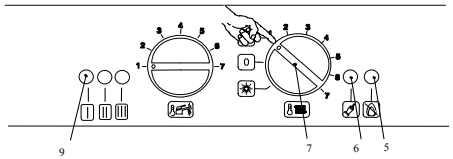

Fig. 6.4
2. Turn the function selector 7 as in Fig. 6.4. The appliance operation light 9 will flash every 2 seconds.
2. Переместите переключатель 7 в положение, как указано на рис. 6.4. Индикатор работы котла 9 будет моргать каждые 2 секунды.
To reset the boiler press and release the boiler reset button 6 (Fig. 6.4)
Чтобы перезапустить котел, нажмите и отпустите кнопку разблокировки 6 (рис.6.4)